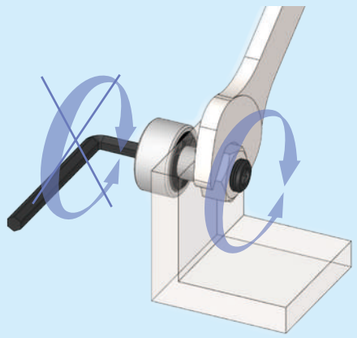

Fig. 5 Methods of mounting
❶ When mounting Cam Followers, fix in place by holding the hexagon socket or screwdriver slot with a hex wrench or slotted screwdriver and use a wrench to tighten on a nut. (See Fig. 5)